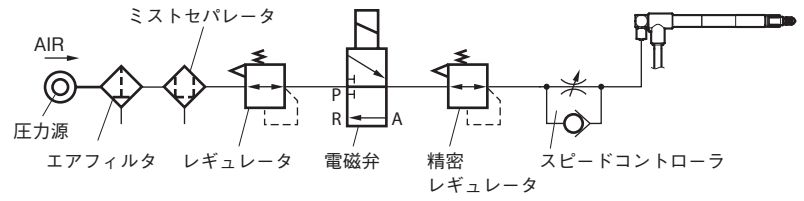

図 1. 空圧回路
- エアー取入口を通じて、測定子部分を操作させる場合には、図 1 のような構成の空圧回路を用いますと、エアー駆動が可能となります。空気の圧力は、0.055 ± 0.01 MPa 程度が適当ですが、被測定物の硬度、測長ユニットストローク内のどこで測定するかなどで、圧力コントロールの調整が必要です。圧力のコントロールには、精密レギュレータ (例 : SMC 製 IR2000 相当) を使用してください。
- スピンドルの押し出し速度が速い場合、ワークに触れた瞬間に表示がエラーになることがあります。また過度の衝撃により、ベアリング内部のボール保持器がずれ、測定長が減少することがあります。この場合は、図 1 のようにスピードコントローラにてスピンドルの速度調整をしてください。